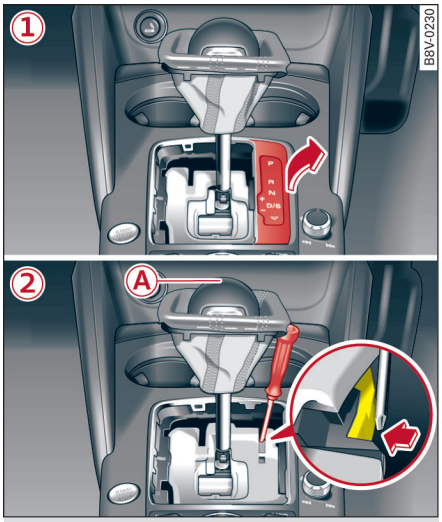

图 111 选档杆：从驻车位置应急开锁
▸ 用手揪住换档杆防尘皮套的角小心地向上拉，将防尘皮套翻过换档杆手柄 ① ⇨ *图 111*。
▸ 取出档位条，将其挂到电缆侧面 ① ⇨ *图 111*。
▸ 用螺丝刀从侧面按下黄色解锁按钮并将其按住 ② ⇨ *图 111*。